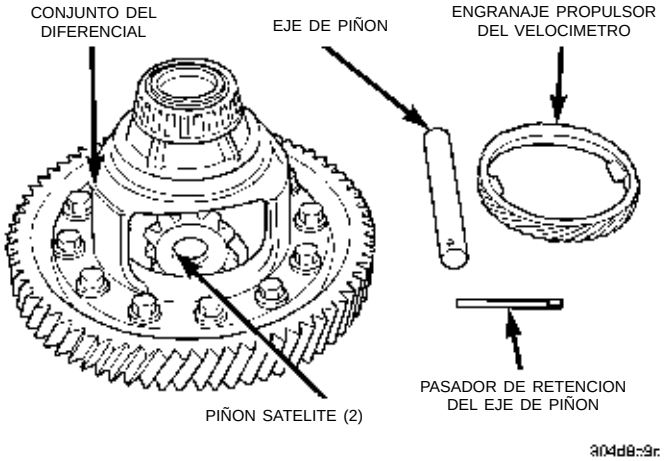

Fig. 111 Desmontaje de piñones satélites, engranajes laterales y arandelas de empuje mediante el giro de los engranajes laterales a la abertura de la caja
(3) Gire los engranajes laterales hacia la abertura del diferencial (Fig. 111).